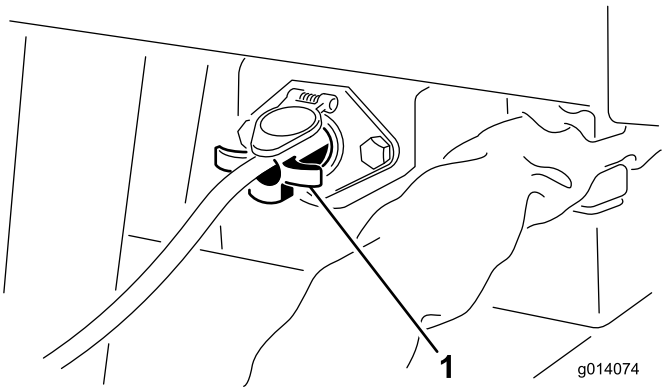

Figuur 9
4. Op SH-modellen: sluit de aan-/uit-bediening met het uiteinde met 4 tanden aan op het contactpunt op de linker voorhoek van de machine ((Figuur 9).